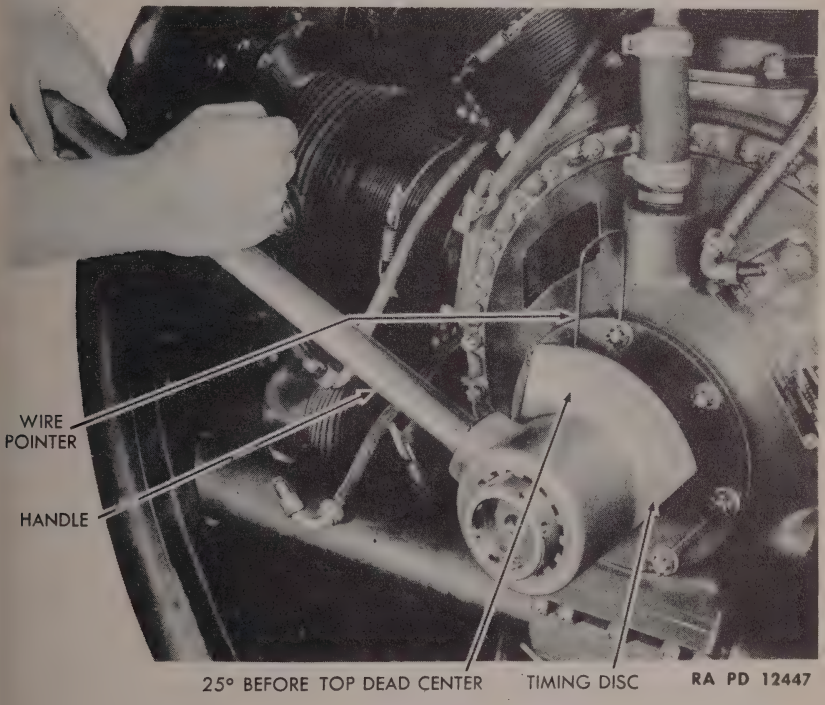

Figure 125—Use of Timing Disk to Turn Engine to a Timing Position
c. Install timing disk (tool 80292) and pointer. A piece of stiff wire, installed as shown (fig. 125) makes an excellent pointer, if it is stiff enough to hold position.
(1) Rotate crankshaft clockwise until the pointer comes up to one of the lines on the dial of the T.D.C. indicator. Mark the line.
(2) Mark the location of the pointer on the timing disk at this point.